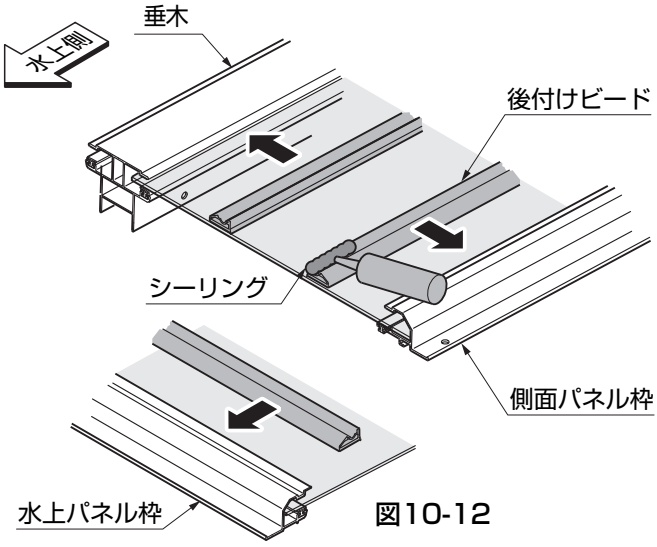

図10-12
①後付けビードを側面パネル枠、垂木、水上パネル枠にはめ込んでください。（図10-12参照）
●側面パネル枠に挿入する後付けビードは水上側の端部にシーリングしてください。（図10-12参照）